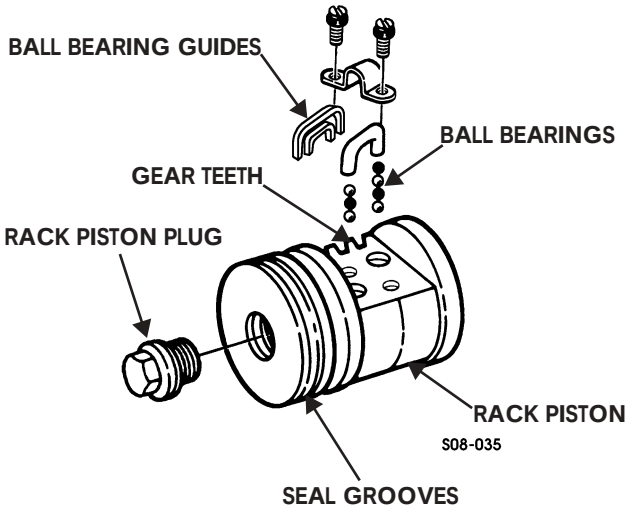

Figure 8-44: Rack Piston
1. Inspect rack piston for breaks, burrs, chipped seal grooves, crossed or stripped threads, cracked or broken gear teeth, and broken, chipped or scored internal worm thread. Repair minor burrs and scoring with fine mill file or crocus cloth. Repair minor thread damage. Replace rack piston if gear teeth are cracked or broken or other damage is unrepairable (Figure 8-44).